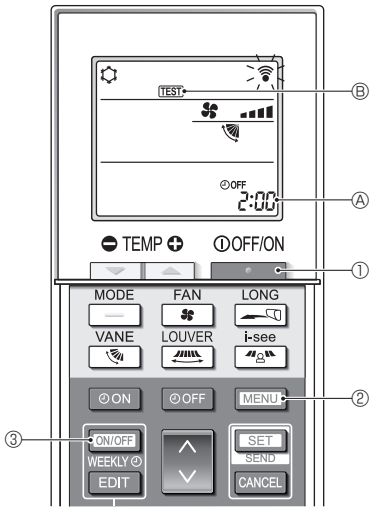

Fig. 7-5
7.2.2. Med trådlös fjärrkontroll (Fig. 7-5)
■ **Provkörning (Fig. 7-5)**
1. Tryck på knappen [ ], ① för att stänga av luftkonditioneringen.
- Om veckotimern är aktiverad (WEEKLY lyser), tryck på knappen [ON/OFF WEEKLY] ③ för att inaktivera den (WEEKLY slocknar).
2. Tryck på knappen [MENU] ② i 5 sekunder.
3. Tryck på knappen [MENU] ②.